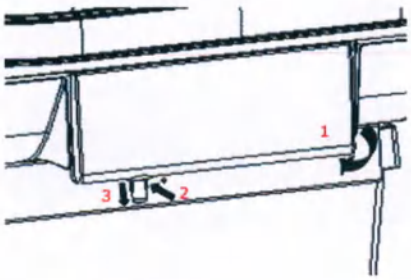
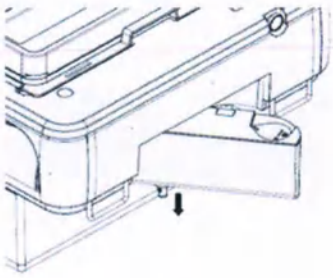

Рис. 3
Рис. 4
(4) Для снятия емкости для воды потяните за паз, обозначенный надписью «ОТКРЫТЬ» (область 1 на рис. 3) в правом нижнем углу емкости, поверните наружу по часовой стрелке, затем нажмите на открытую кнопку на левом нижнем валу емкости для воды (область 2 на рис. 3), а затем снимите емкость для воды по направлению вала (область 3 на рис. 3 или направление, указанное стрелкой на рис. 4).